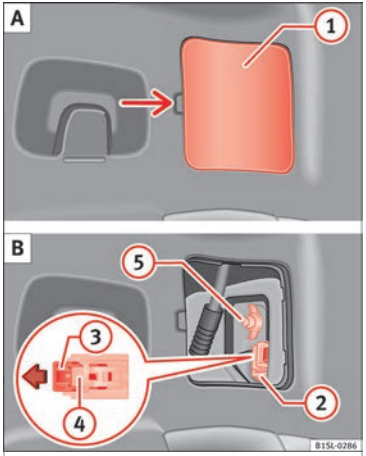

Fig. 88 On the side of the luggage compartment: A: Remove the cover, B: Removing the tail light units
2.	Carefully remove the cover (1) towards the lever ››› Fig. 88 **A**.
3.	Pull the release (3) in the connector (2) in the direction of the arrow ››› Fig. 88 **B**. Use the screwdriver in the vehicle tool kit.
4.	Press position (4) and remove the connector (2) ››› Fig. 88 **B**.
5. Unscrew the wing nut (5) ››› Fig. 88 B.
12. Support the tail light with one hand in the assembly position and securely screw the wing nut with the other (5) ››› Fig. 88 B.
14. Insert the connector (2) into the bulb holder and press the lock (3) on the connector in the opposite direction to the arrow ››› Fig. 88 B.